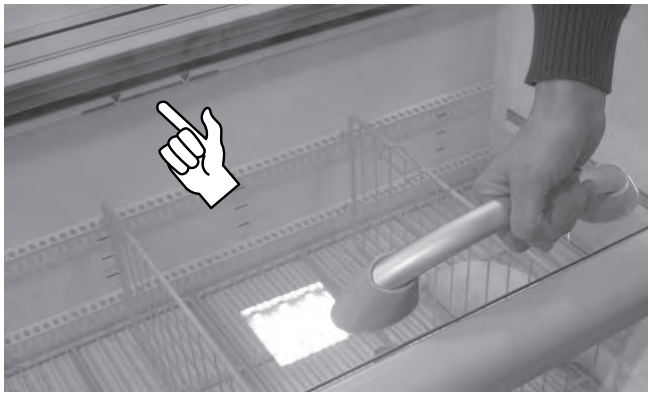

Fig. 15
- La marchandise ne dépasse pas la limite de charge ("Fig. 15").